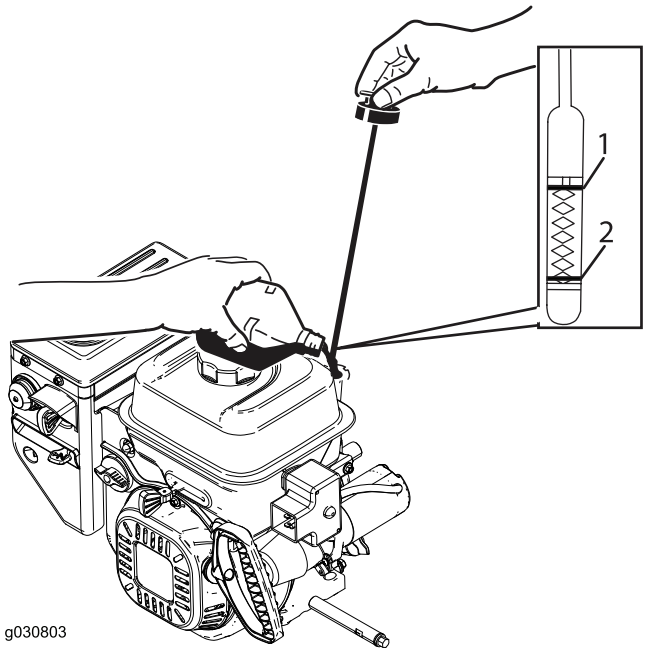

Figur 35
2. Ta ut peilestaven, og kontroller oljenivået (Figur 35). Hvis oljenivået er under Add-merket på peilestaven må du fylle på mer olje. Se (side).